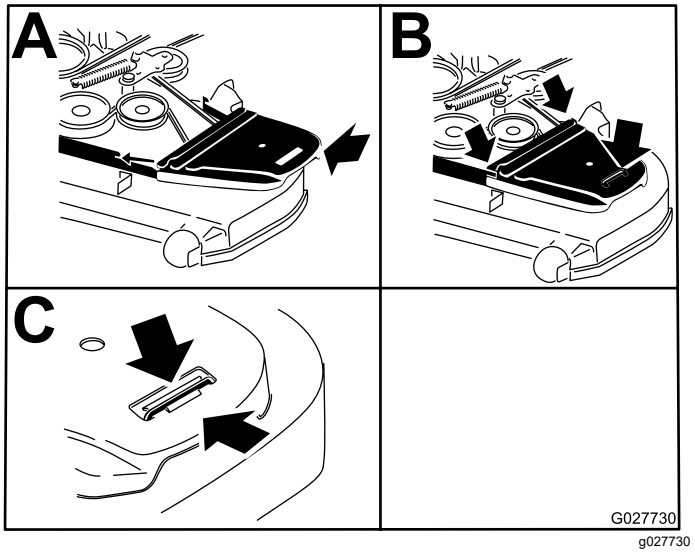

**Figur 63**
12. Monter remskærmene og de bolte, der sidder på dem (Figur 63).